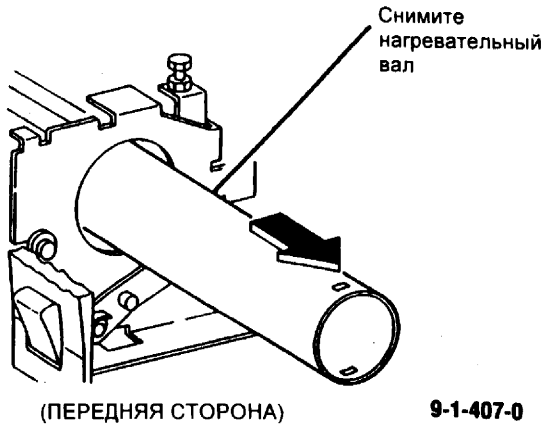

Рис. 5 Снятие нагревательного вала
9. (Рис. 5) Снимите нагревательный вал.